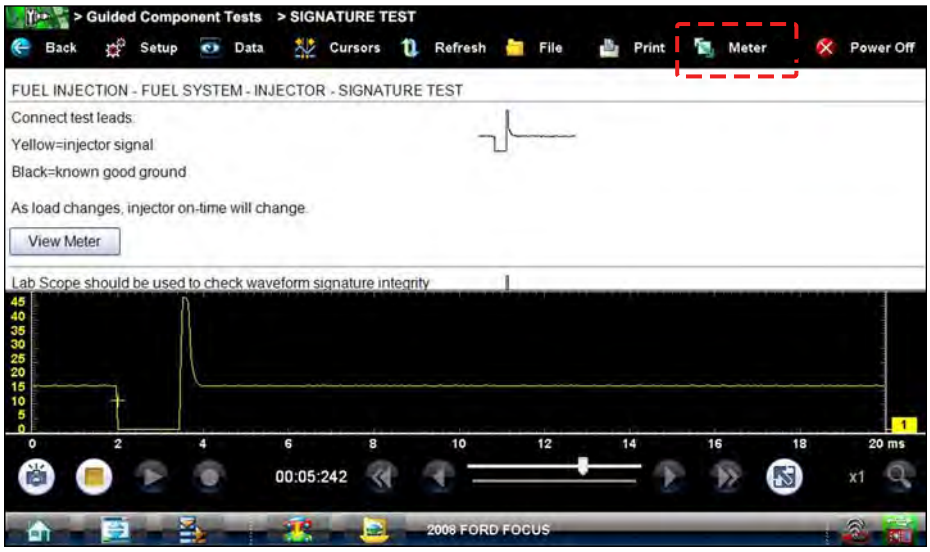

Figure 7-9 *Sample view meter window*
- **View Meter**—opens a live meter set up to perform the test in the lower portion of the screen (Figure 7-9). Once the meter view is open, the Guided Component Test toolbar at the top of the screen is replaced by the Scope Multimeter toolbar, which allows you to make adjustments to the settings. See Scope Multimeter Toolbar on page 94 for details.
A Meter icon, which is only available in the Guided Component Test view meter mode, appears on the upper toolbar (Figure 7-9).
1. With View Meter active (Figure 7-9), select the **Meter** icon on the toolbar once and the meter expands to fill the entire screen.
3. Select the **Meter** icon a third time to close the separate window and return to the standard meter view as shown in Figure 7-9.